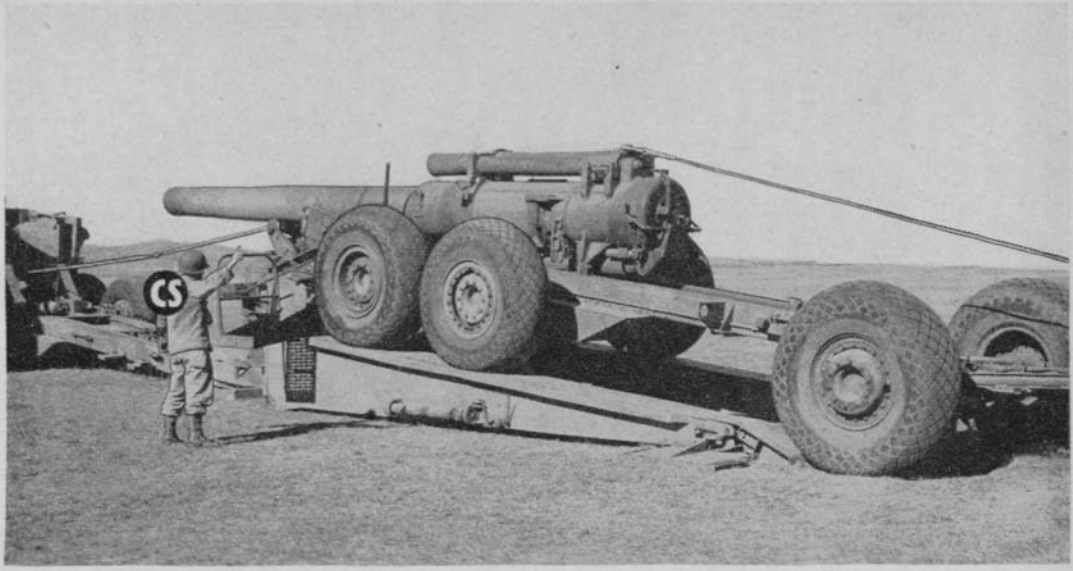

Figure 40. Pulling howitzer onto cannon transport wagon.
(5) The winch of the howitzer load prime mover is spooled out and attached to the howitzer.
(6) The breech end of the howitzer is lowered until the cradle locking lugs rest on the midspan rails of the wagon. The jacks are unfastened and the cradle jack yokes bolted in traveling position.
(7) The howitzer is winched down the rails of the wagon. The winch of the carriage load prime mover is paid out slowly to prevent the howitzer from sliding too fast. (See fig. 40.)
(8) The winch line of the carriage load prime mover is removed from the extension cable and the extension cable from the cradle. The tube lifting saddle is installed on the jacks.
(9) The muzzle of the howitzer is raised until the tube support halves can be placed in traveling position and secured. It is then lowered onto the tube support. During this operation, the stud bolts and cap screws are replaced in the false cradle.
(10) The howitzer is secured to the wagon for travel and the jacks and lifting saddle are replaced in traveling position on the wagon. The spacer links are unfastened from the top carriage, the howitzer load is removed from the trails, covers are placed on the howitzer, and the templates are replaced on the bed of the wagon.
b. *Detailed duties of members of section.* (1) The chief of section commands: DISMOUNT HOWITZER.